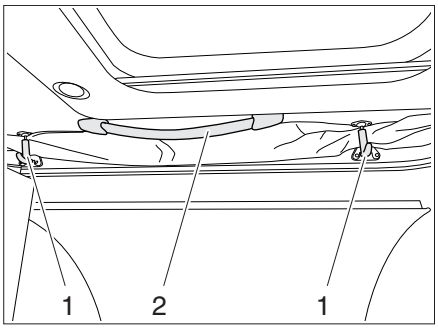

Fig. 50 Lifting roof
- Release the safeguards (Fig. 50,1) by pulling them lightly.
- Push the lifting roof upwards at the handles (Fig. 50,2).
- Pull the lifting roof downwards at the handles (Fig. 50,2).
- Lightly pull the safeguards (Fig. 50,1) downwards and hook them in again.